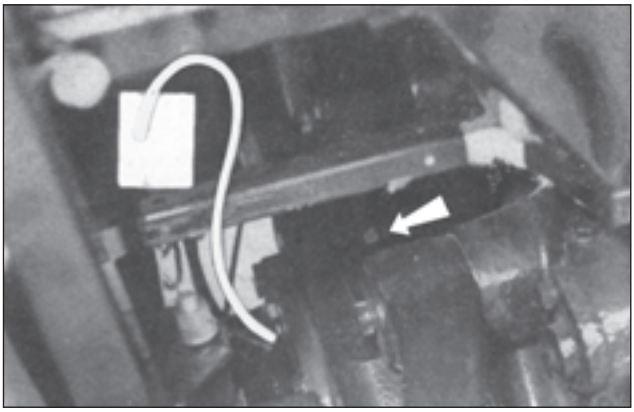

Fig. 186
Fix the bleed screw with a rubber hose and place the other end of the hose to the bottom of the transparent vessel filled with the brake fluid (Fig. 186 and 187). Then unscrew the bleed screw by a maximum of 1/4 turn, depress the brake pedal and tighten the bleed screw again. The pedal can be released as soon as the bleed screw is completely tightened. Repeat this procedure until no bubbles escape from the hose. Take care to hold the bowl as high as possible and to have the hose end still immersed in the fluid. Carry out the bleeding while the brake pedals are unlatched and bleed each wheel brake separately. Make sure there is always fluid in the tank while bleeding to prevent air re-entering the system and take care that the fluid does not get into brakes around the bleed screw. The hydraulic circuit for the clutch disengagement is bleeded in the same way.
2. Loosen the adjusting nut on the left band brake — the access to the nut is through the opening in the floor or from the rear side of the tractor (Fig. 186).